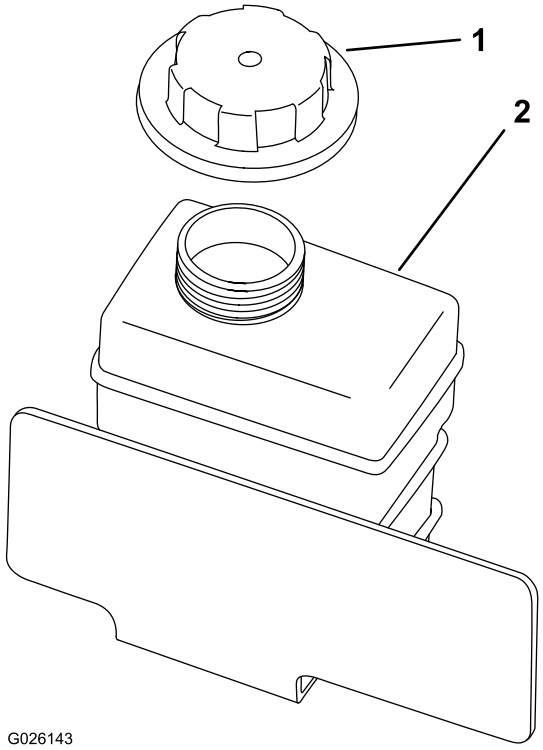

Figur 17
2. Kontroller kjølemiddelnivået i reservetanken (Figur 17).